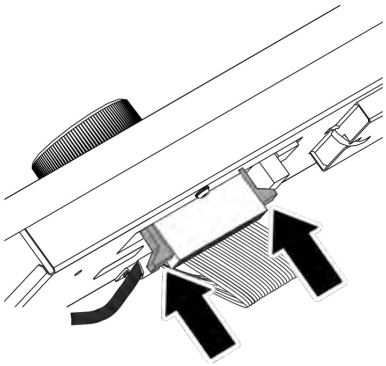

Fig. 20: Disconnecting the ribbon cable plug
10. Evenly push the levers from the ribbon cable plug outward on both sides and disconnect the plug (*Fig. 20*).